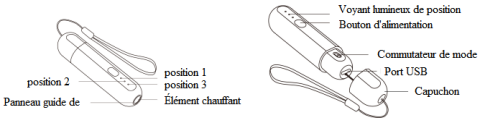

Figure 1 Apparence
B. Bouton d'alimentation: Sortir du mode veille et commencer le chauffage ; sélectionner le temps de chauffage (3 positions de temps de chauffage pour chaque mode). Le témoin de position indique la position (comme illustré à la Figure 1) du temps de chauffage : Position 3 : temps de chauffage le plus long, Position 2 : temps de chauffage moyen, Position 1 : temps de chauffage le plus court.